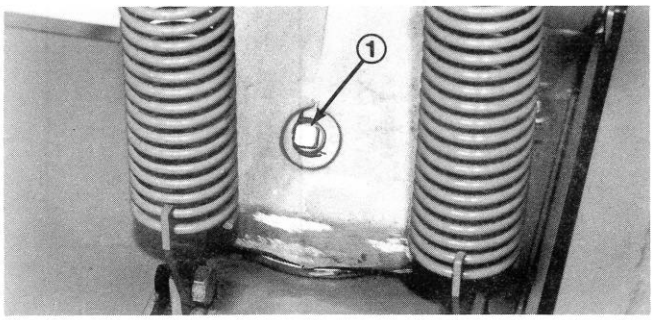

Figure 22
2. Lower cutting unit so castor wheels are on a level surface. Be sure all height-of-cut pins are in the same hole locations. Remove filler plug (Fig. 22) from gear box and check level of lubricant. If level of lubricant is low, add SAE 10W-40 or 10W-30 SF engine oil until level is up to bottom of filler hole. Wipe any metal particles off filler plug and install filler plug.